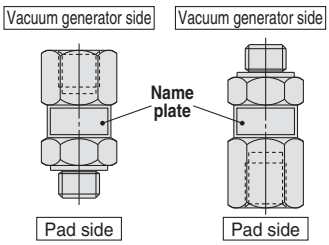

Fig. 1. Mounting direction
4. **When piping, do not get the pad side and vacuum generator side of the product the wrong way round. (Refer to Fig. 1.)**